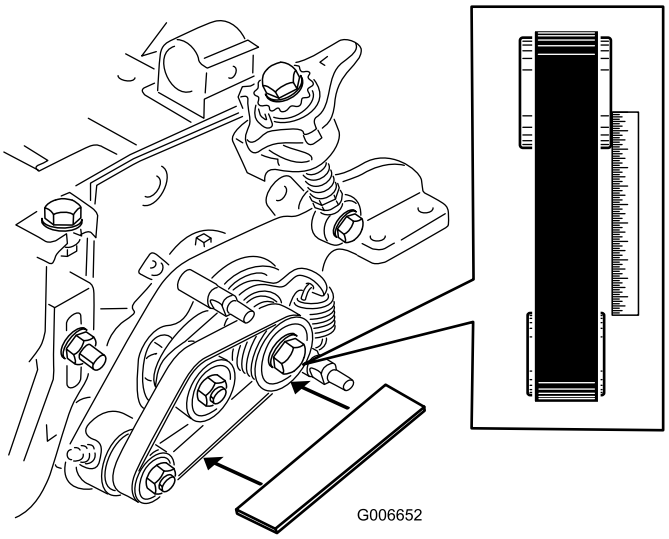

Figur 27
- Læg et retholt langs den yderste overflade af **driv**remskiven (Figur 27).